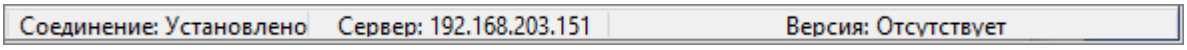

Рисунок 4-16 Информация о неверных параметрах БД
– Если параметры базы данных введены неверно, то в контекстной строке будет выведена соответствующая информация (см. Рисунок 4-16).